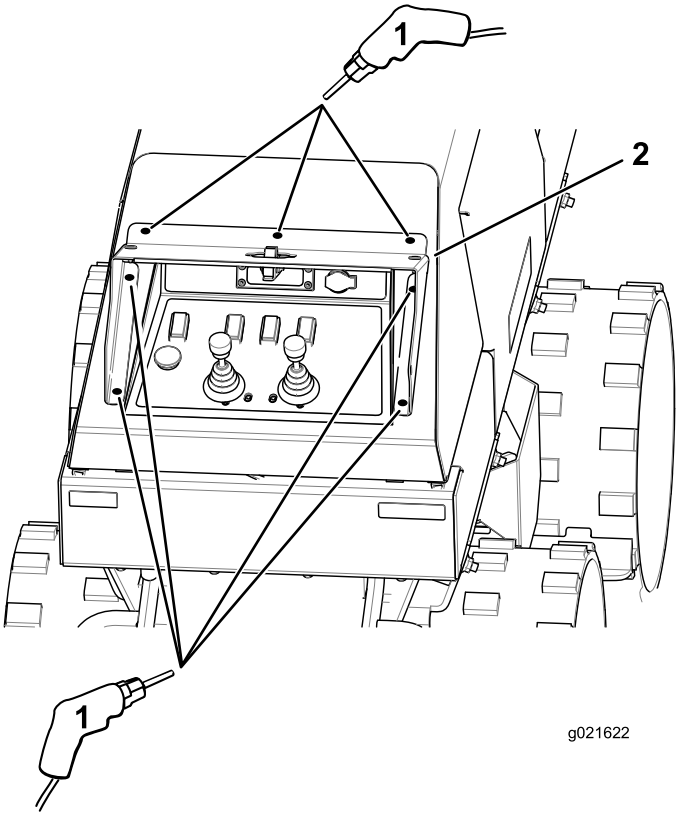

Figure 2
4. Using the cover as a template, mark the outline of the holes on the rear hood (Figure 2).
7. Drill 7 holes into the rear hood with a 9/32 inch drill bit at the center-punch marks (Figure 2).